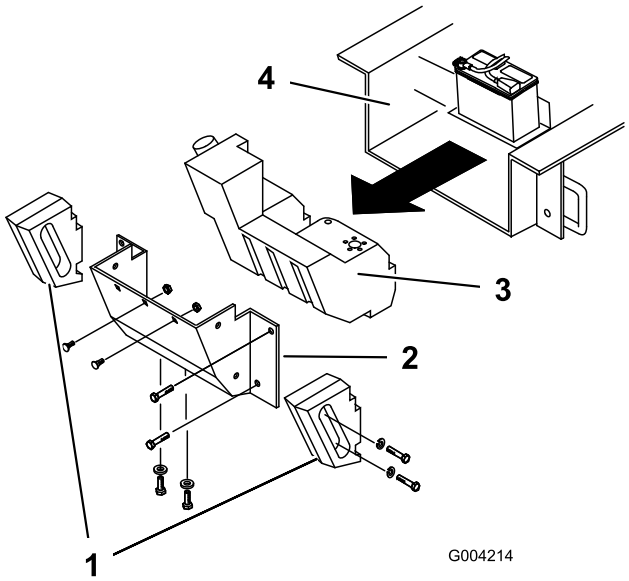

Figur 57
Med tiden samlar chassit under motorn upp smuts och skräp som måste tas bort. Använd en ficklampa, öppna motorhuven och kontrollera området under motorn regelbundet. Om smutsen är 2,5 till 5 cm djup ska du genomföra följande åtgärd (se Figur 57 under hela proceduren):
4. Ta bort bultarna, brickorna och låsbrickorna som håller fast de båda sidovikterna, och ta sedan bort vikterna (Figur 57).
7. Ta bort de sex muttrarna och bultarna som håller fast bakpanelen, och ta sedan bort panelen (Figur 57).
9. Skjut bränsletanken bakåt (Figur 57).
16. Skjut in bränsletanken en bit i chassit (Figur 57).
22. Sätt tillbaka bakpanelen och fäst den med de sex bultarna och muttrarna som du tog bort tidigare (Figur 57).
24. Sätt dit sidovikterna med de bultar, brickor och låsbrickor som du tog bort tidigare (Figur 57).